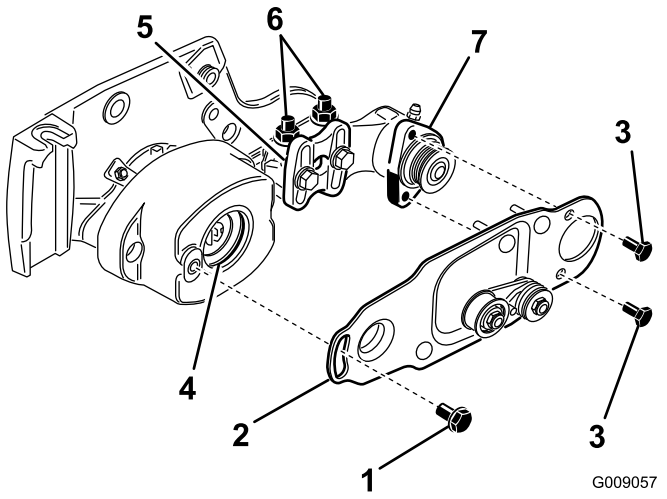

**Figura 11**
10. Spalmate un velo di grasso sul diametro interno del gommino nell'alloggiamento del cuscinetto (Figura 11).
11. Allentate senza rimuovere i bulloni che fissano l'alloggiamento del cuscinetto della spazzola per rullo alla staffa di montaggio della spazzola (Figura 11).
12. Montate la piastra orientabile della spazzola per rullo (Figura 11).
13. Applicate Loctite 242 (blu) sui 2 bulloni da 5/16 x 5/8 poll. e utilizzateli per montare la piastra della spazzola sull'alloggiamento del cuscinetto della spazzola per rullo (Figura 11).
- Allentate i 2 dadi di bloccaggio flangiati che fissano la staffa di montaggio della spazzola per rullo alla piastra laterale dell'apparato di taglio (Figura 11).
- Girate l'alloggiamento del cuscinetto della spazzola per rullo fin quando la piastra della spazzola non risulta parallela alla piastra laterale dell'apparato di taglio (Figura 11).
- Serrate i due dadi di bloccaggio flangiati che fissano la staffa di montaggio della spazzola per rulli alla piastra laterale dell'apparato di taglio (Figura 11).
18. Applicate Loctite 242 (blu) sul bullone di spallamento (Figura 11). Con il bullone di spallamento, fissate la piastra della spazzola sull'alloggiamento della spazzola per rulli. (Figura 11).